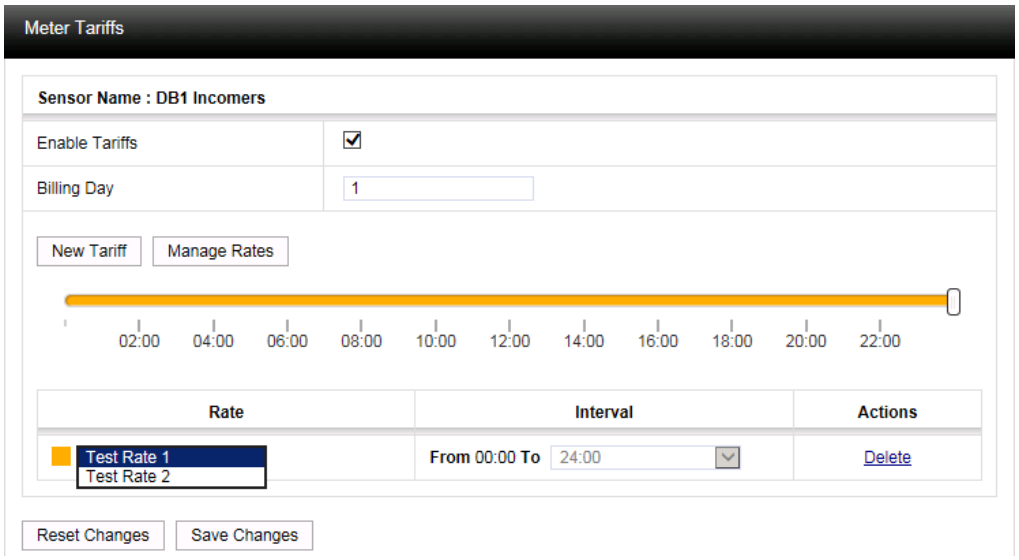

Figure 77
- To allocate another Rate to the Tariff, click on the **Rate** drop down menu and select one of the displayed Rates. See Figure 77 below: